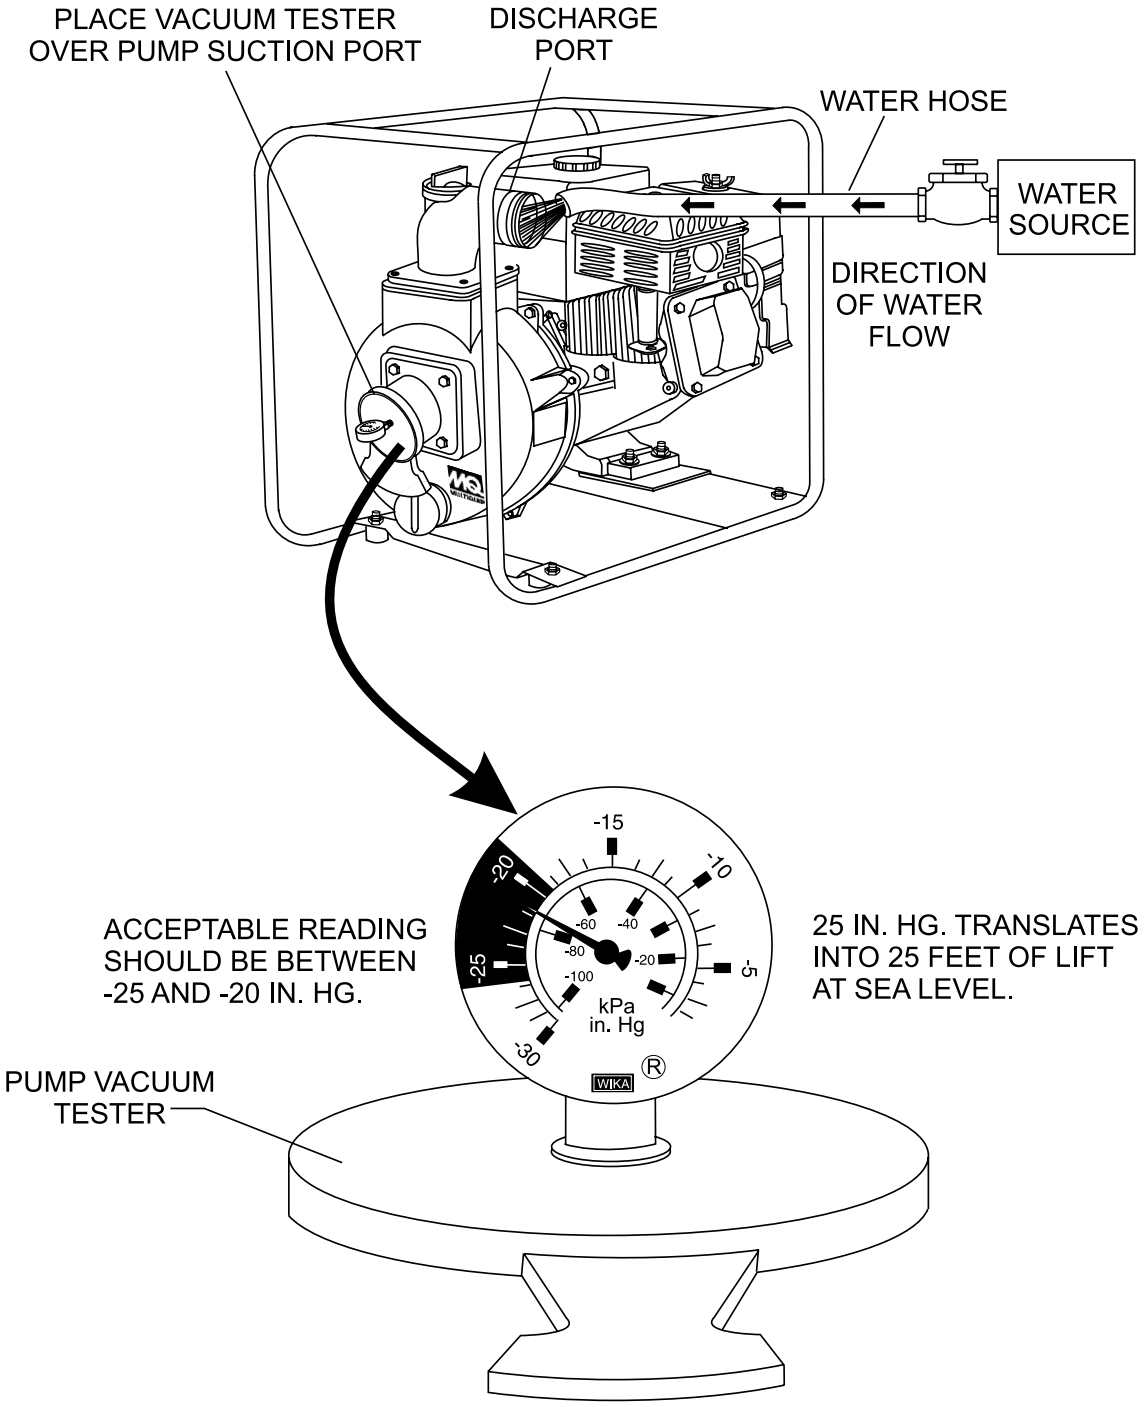

Figure 19. Pump Vacuum Tester
3. As shown in Figure 19, place a water hose inside the discharge opening of the pump, and turn on the water. This flow of water into the discharge opening will ***prevent*** the pump from running dry.
4. Place the Pump Vacuum Tester (P/N 7000030) over the pump suction (inlet) opening (See Figure 19) with the vacuum gauge facing upwards. It may be necessary to apply a small amount of water around the rubber seal of the vacuum tester to make a good suction fit.